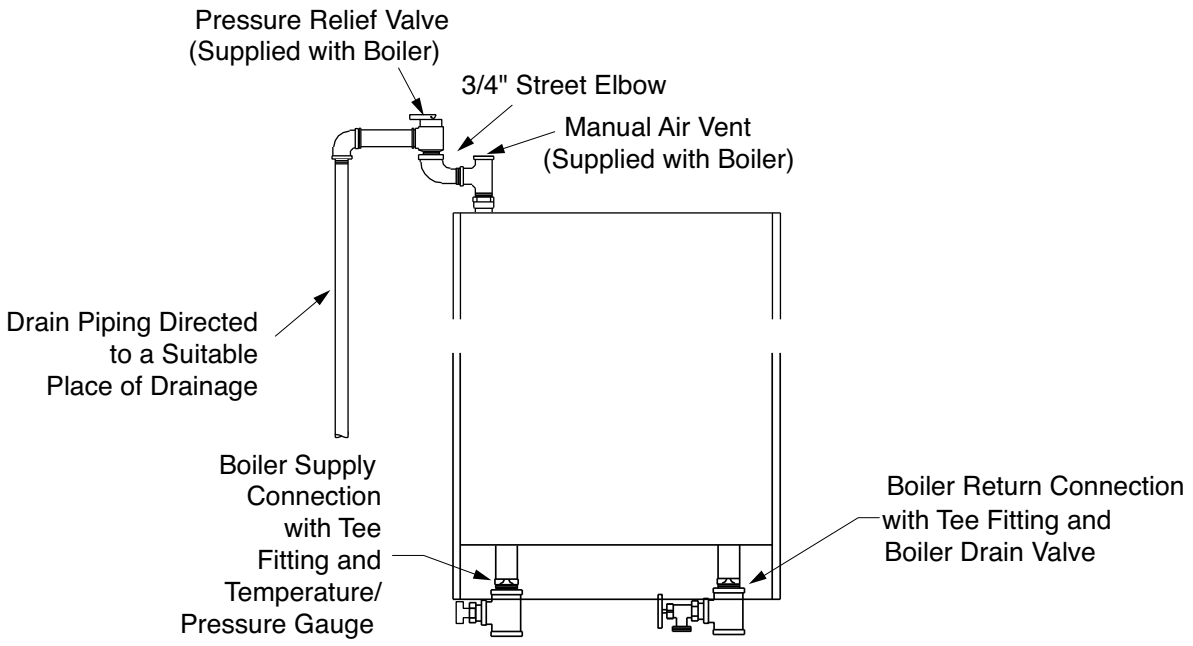

Fig. 3: Boiler Pressure Relief Valve and Drain Valve Installation
1. The CHALLENGER has a ASME Maximum Allowable Working Pressure of 43.5 PSI [3 bar]. The appliance is supplied with a 30 psi [2 bar] pressure relief valve and must be piped using the PRV connection as shown in Fig. 3 page 12.